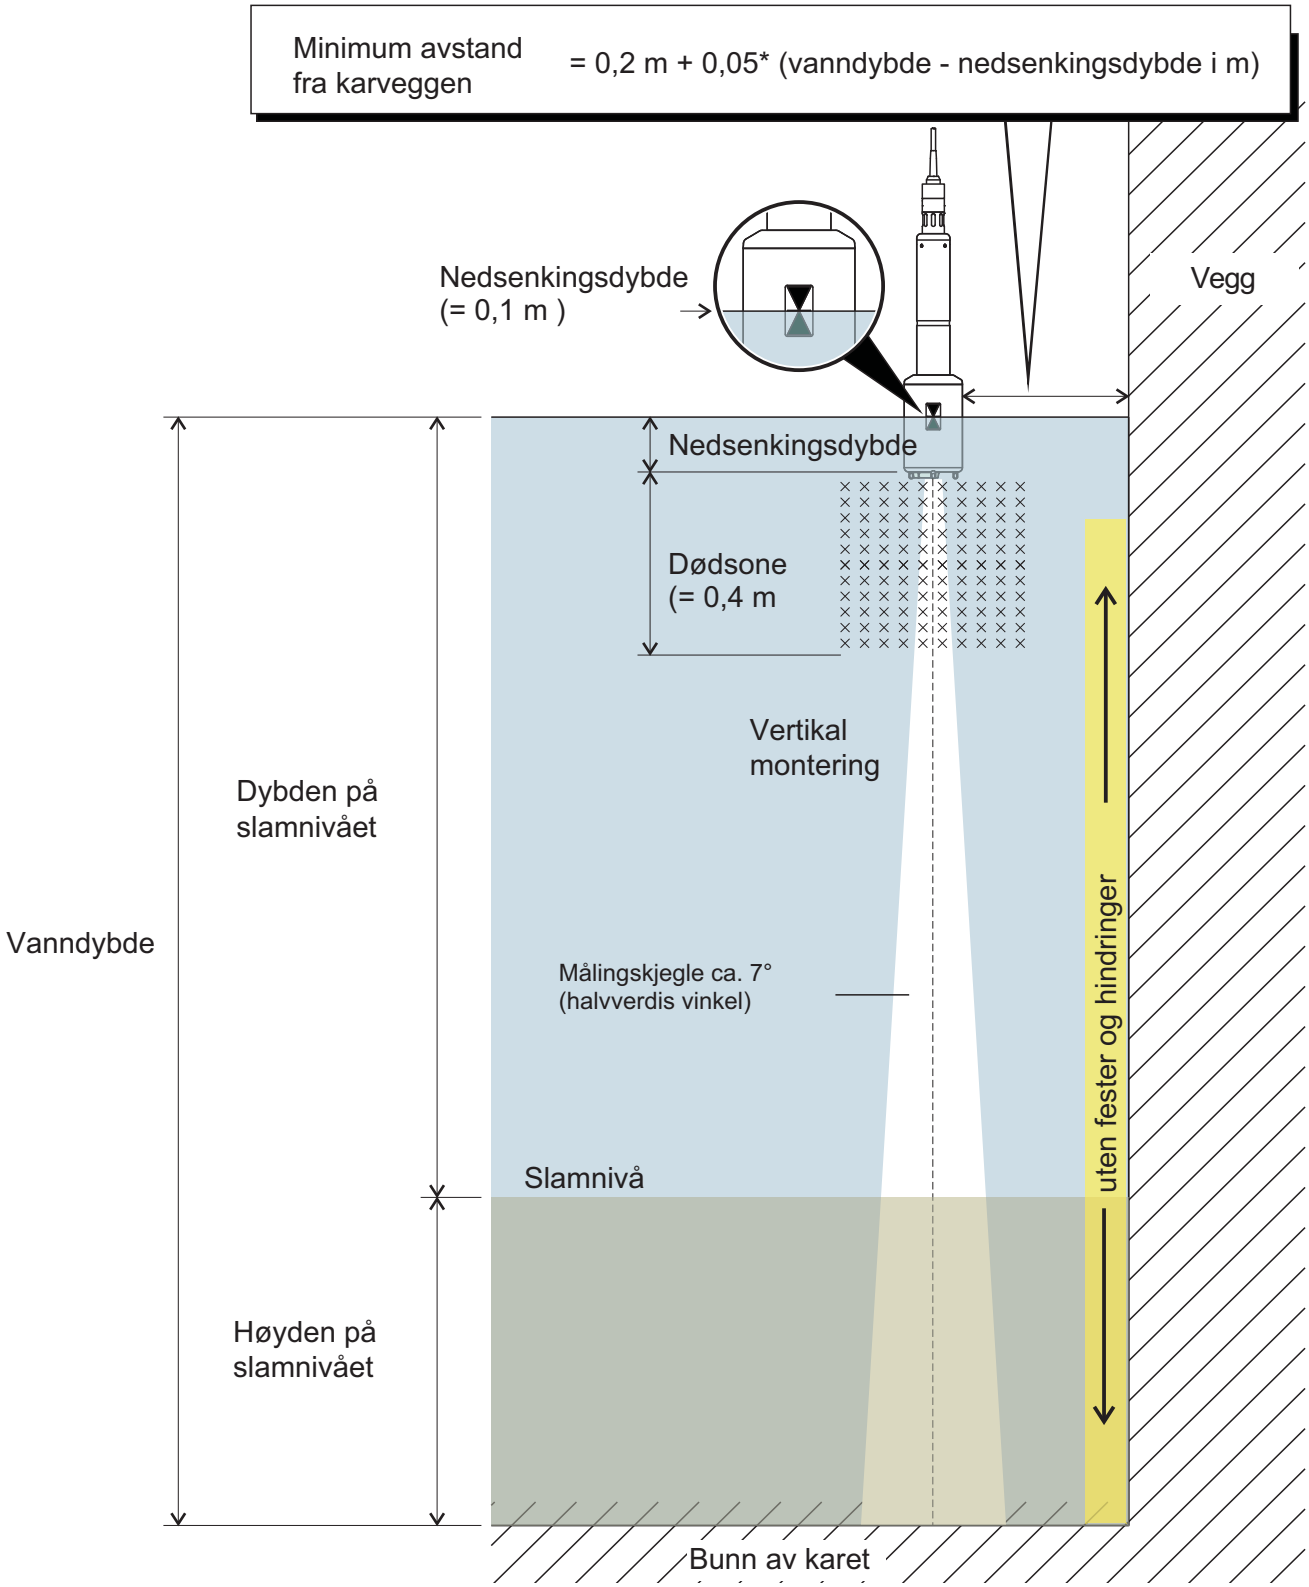

Fig. 3-1 Ideelt installasjonsmiljø
- Tilstrekkelig avstand fra bassengveggen (minimumsavstand, se formel i Fig. 3-1).